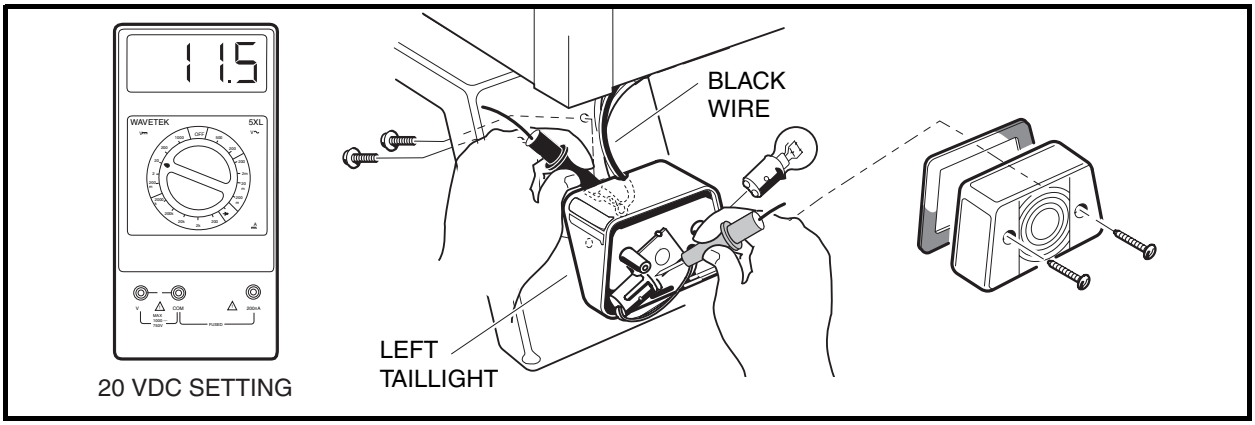

Figure 11-52 Taillight Socket Voltage Test
2. Remove the taillight lens and remove the light bulb from the socket **(Figure 11-52, Page 11-49)**.
2. Inspect wires at the light bulb socket. Make sure wires are securely fastened to the contacts inside the socket **(Figure 11-52, Page 11-49)**.